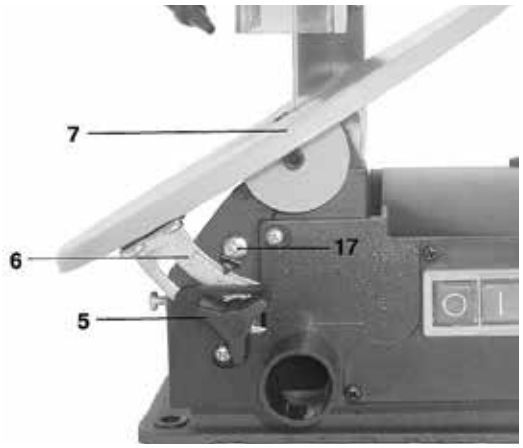

Fig. 9 Inclinaison de la table de sciage
1. Desserrez la vis de fixation (5).
2. Inclinez la table (7, fig. 9) vers la gauche, jusqu'à ce que l'aiguille (17) indique l'angle souhaité sur l'échelle graduée (6). La table peut être inclinée vers la gauche de 0° à 45°.
2. Desserrez la vis de fixation (5, fig. 9) et en vous aidant de l'équerre, alignez la table à 90° par rapport à la lame de scie. Resserrez ensuite la vis de fixation pour bloquer le réglage.